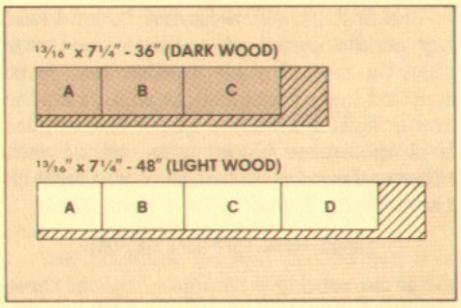

FIGURE 1
After choosing the wood, I started by ripping pieces of 4/4 stock (13/16" actual thickness) to a rough width of 6¼", see Fig. 1. Then I cut off the four light-colored pieces (maple in this case) to the final lengths needed: one piece (AL) 8" long, one piece (BL) 10" long, and two pieces (CL and D) 12" long.
To make the blocks, glue up the two 8"-long pieces to form the front block (A), see Fig. 1. Then glue up the 10"-long middle block (B) and the 12"-long back block (C) the same way. Don't glue the third 12" back piece (D) on yet.
CUT TO WIDTH. Once the glue dries, rip one side of each block to get a straight edge. Then rip the other edge on all three blocks and the extra 12" piece (D) to a common finished width of 6", see Fig. 1.